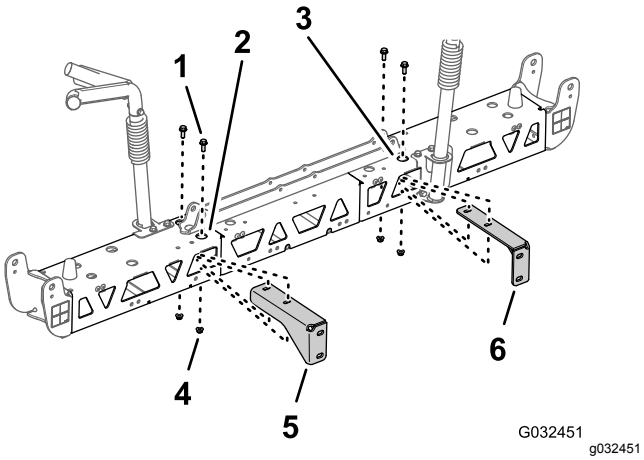

Figuur 78
2. Lijn de openingen in de rechter steunbeugel uit met de openingen in het rechter frame, zoals getoond in Figuur 78.
3. Monteer de rechter steunbeugel tegen het rechter frame (Figuur 78); gebruik hierbij de 2 flenskopbouten (3/8 x 1") en 2 flensborgmoeren (3/8") die u verwijderd hebt in stap 2 en 3 van Verwijderen van de steunbeugels van de middelste spuitboom (bladz. 34).
4. Herhaal stap 2 en 3 voor de linker steunbeugel aan het linker frame (Figuur 78).